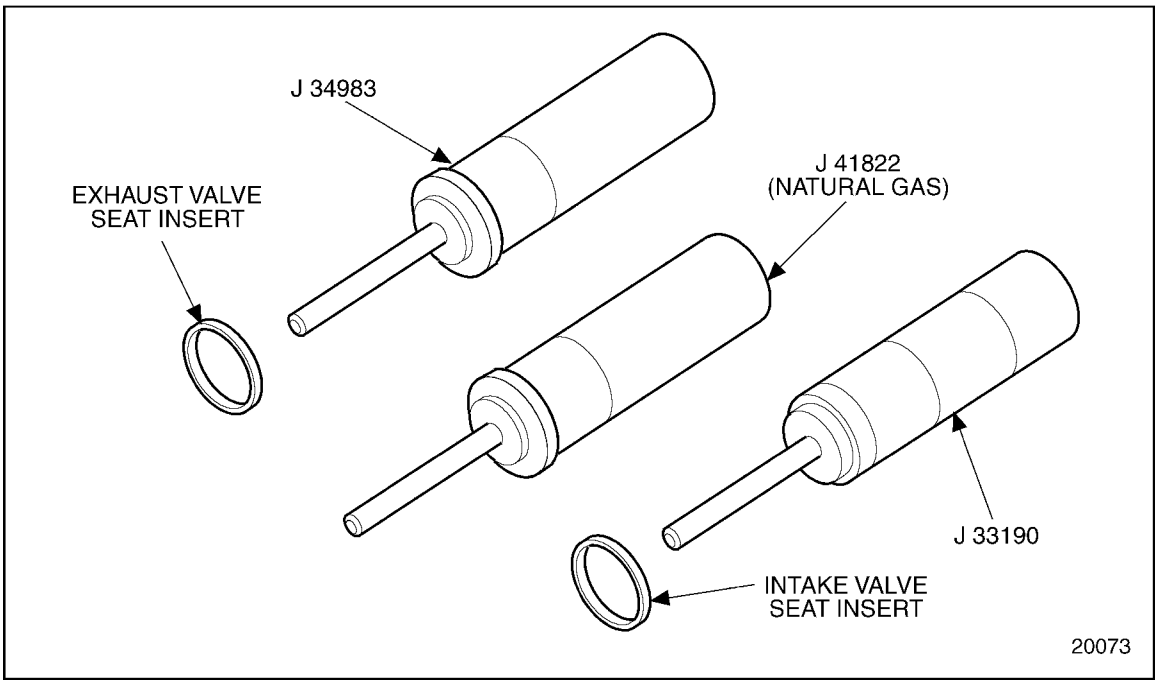

Figure 1-81 Valve Seat Insert Installation Tools
2. Use valve seat insert installers, J 33190 (intake) and J 34983 (exhaust), to install new inserts. See Figure 1-81.